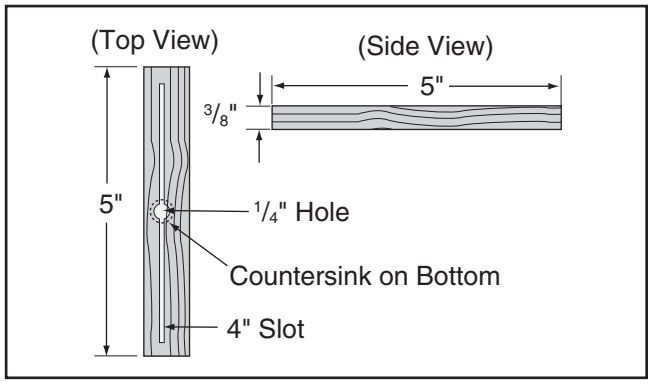

Figure 81. Miter bar pattern.
5. Cut a miter bar approximately 5" long that will fit in table miter slot, as shown in **Figure 81**.